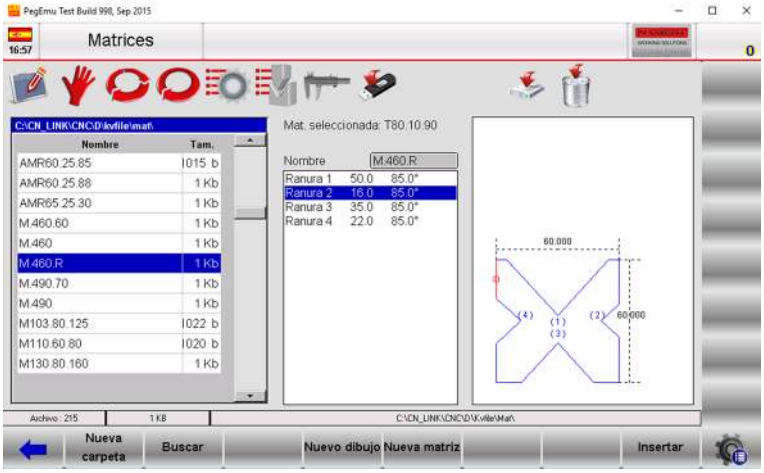

Figura 21 Página de la lista de matrices para mostrar el procedimiento de inserción en un programa
- Insertar la **Matriz** a utilizar tocando con el dedo en el campo correspondiente. Al hacerlo, se abre la lista de matrices existentes. Tras seleccionar la matriz deseada se debe presionar el botón **[Insertar],** tal como se muestra en la Figura 21.